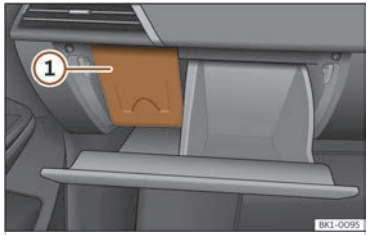

**Fig. 196** Right-hand drive vehicles: fuse box cover under the passenger side dash panel.
- Remove the cover from above ››› **Fig. 196** ①.